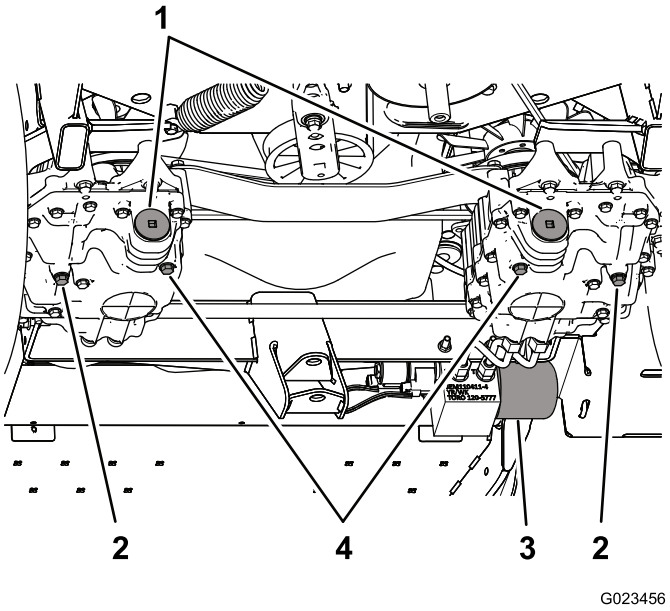

**Figur 70**
4. Ta ut avtappningspluggen på pumpsidan och avtappningspluggen på växellådssidan (Figur 70), och låt all olja rinna ut.